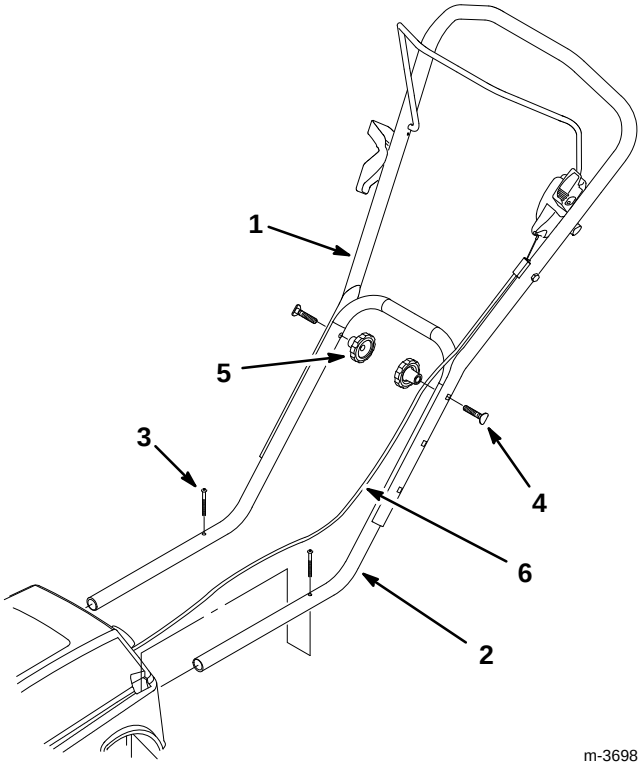

Figure 4
3. Upper Handle (Fig. 4) – Handle height is adjustable to three different heights for operator comfort. Stand behind mower to gauge height. Position ends of upper handle on outside of lower handle. Select one set of upper handle holes and align with lower handle holes. Secure handles in place with bolts and knobs.